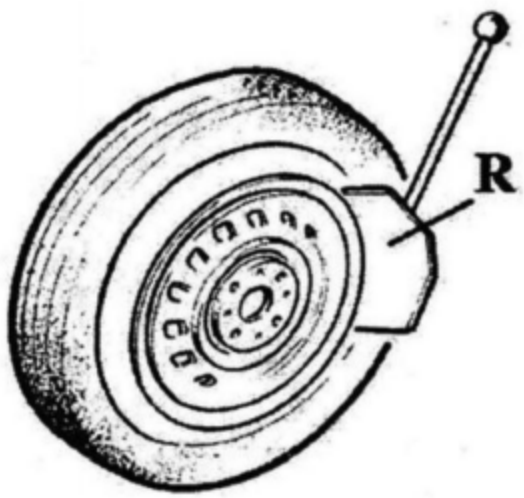

Figure 10
- ✧ As shown in Figure 10, make the pressing-tire spade R close to the rim edge for